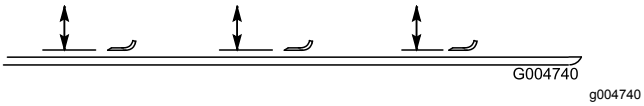

**Figuur 108**
2. Draai het mes tot de punten naar voren en achteren wijzen, en meet de afstand vanaf de binnenkant van het maaidek tot de voorste snijrand van het mes (Figuur 108).